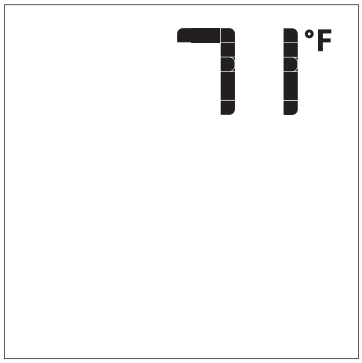

Figure 60
4. With the system ON , press the ON/OFF Key on the Transmitter. The Transmitter LCD display will show the room temperature. **See Figure 60.** At the same time the Receiver will turn off the appliance.